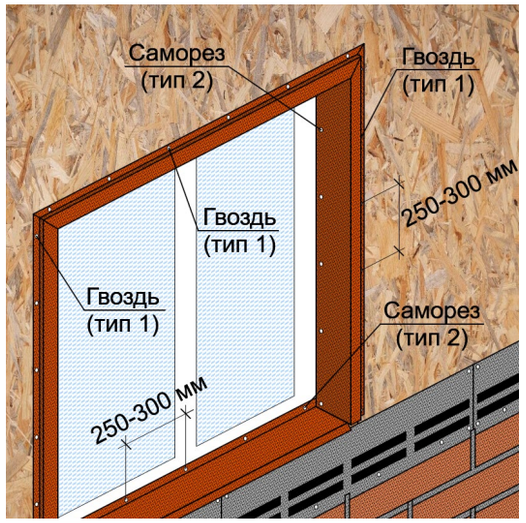

Рис. 31. Обрамление оконного проёма при помощи наличника 3D (тип 5, таблица №2).
8.5.2 Монтаж наличника 3D с посыпкой осуществляется в следующей последовательности: сперва монтируется верхняя планка наличника, которая закрепляется гвоздями (тип 1, таблица №1), и подоконный отлив, закрепляемый саморезами (тип 2, таблица №1) в видимых местах с шагом в 250-300 мм. После монтажа верхней планки наличника и подоконного отлива монтируются боковые планки наличника 3D, с заводом их верхних краёв под уже смонтированную верхнюю планку, а нижних краёв на подоконный отлив. Монтаж боковых планок наличника 3D осуществляется на гвозди (тип 1, таблица №1) в крепежную часть с шагом в 250-300 мм (рис. 31).